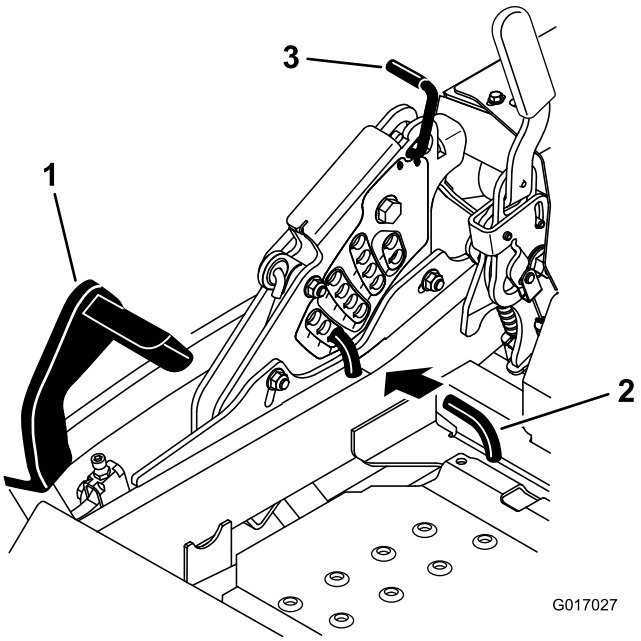

Figur 84
5. Tryck ned däcklyftpedalen helt så att däcket låses i transportläget (14 cm) (Figur 84).